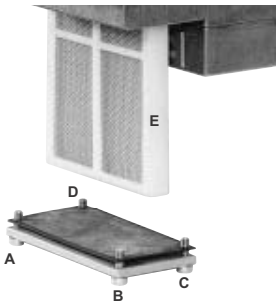

Fig. 49
- Exámen y limpieza cuidadosa de la fotocélula UV revelación llama. Si fuese necesario, sustituila. En caso de dudas verificar el circuíto de revelación, después haber puesto nuevamente en función el quemador, siguiendo el esquema en Fig. 49.